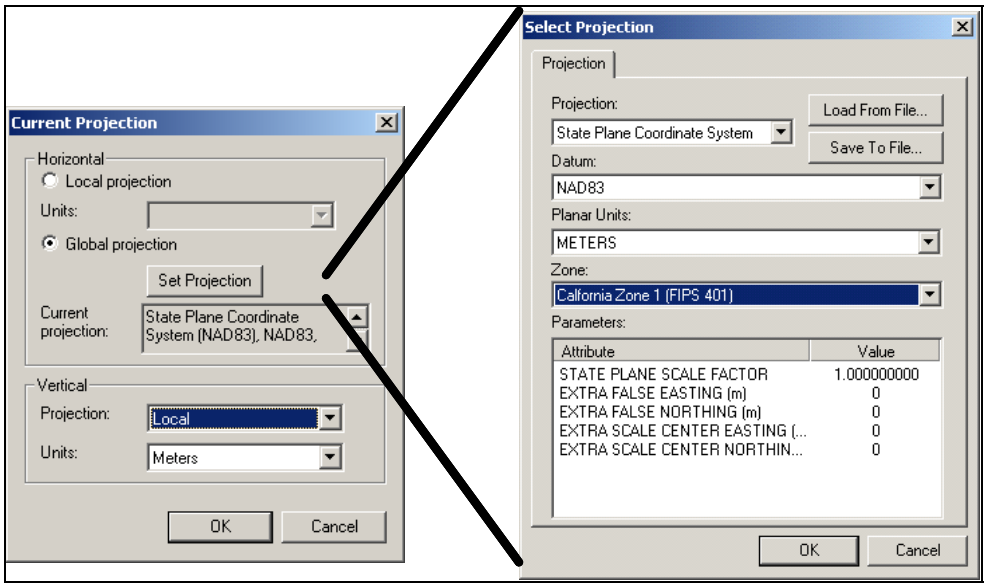

Figure 2. Project projection options.
7. Click on *Edit*, *Projection* (Figure 2), and set the *Global Projection* to State Plane Coordinate System, NAD 83 *Datum*, Meters *Units*, California Zone 1 (FIPS 401) *Zone*, and the *Vertical Projection Units* to Meters, click *OK*,